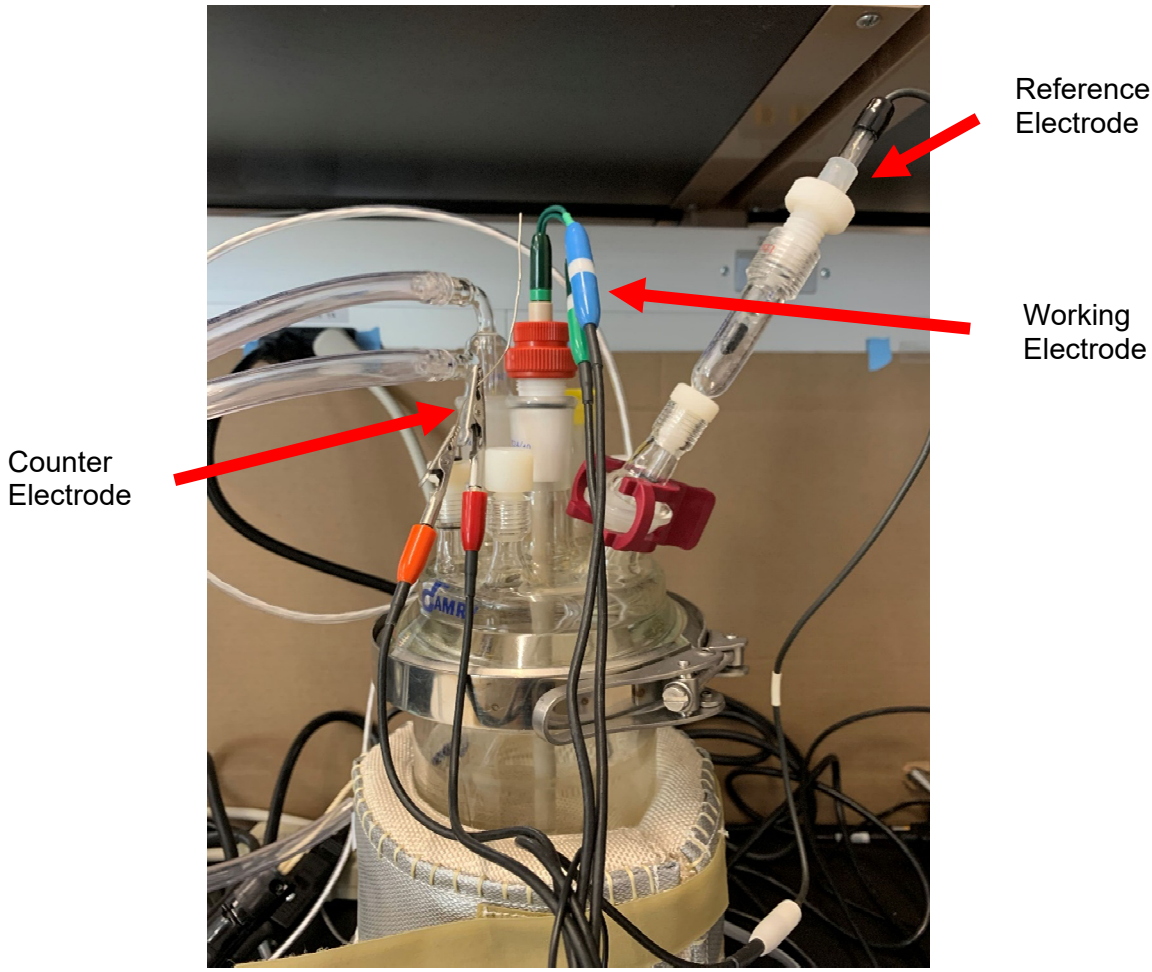

Figure 9. A Typical Experimental Setup of the Electrochemical Cell with All Connections
2.8.5 Ensure the rest of the conditions in the electrochemical cell are as desired and proceed to run experiment (Figure 9).